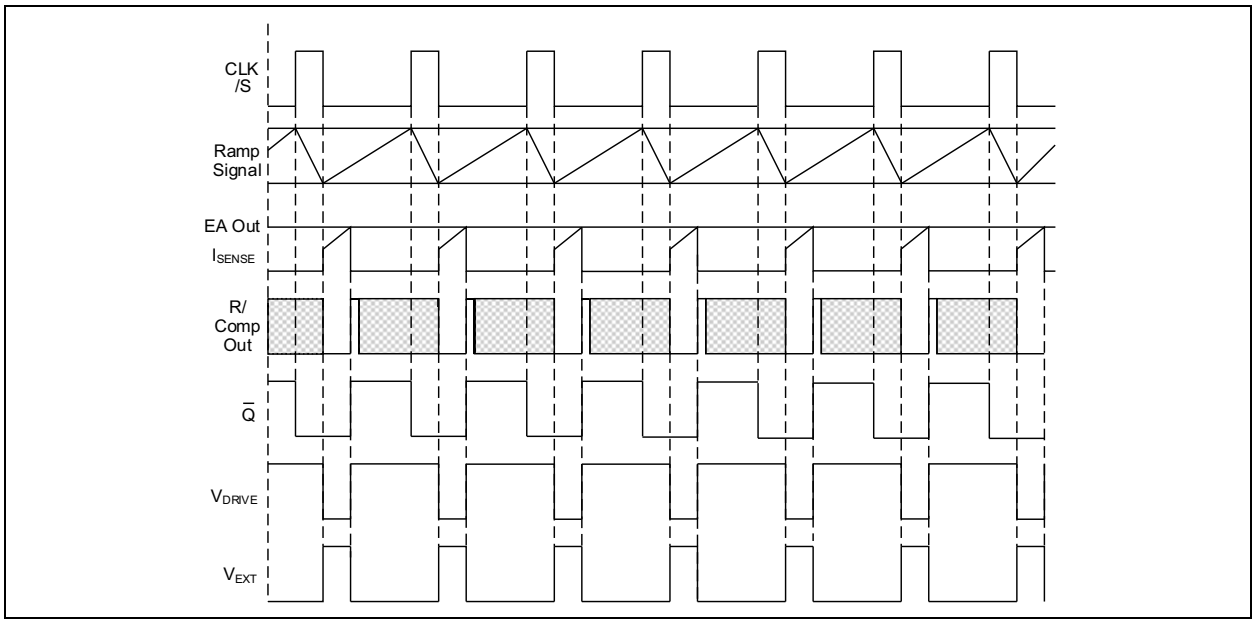

FIGURE 4-1: *PWM Timing Diagram.*
The beginning of a PWM cycle is defined by the internal CLK signal (a transition from high to low). Refer to Figure 4-1 for the detailed timing operation of the MCP1633 PWM controller. For normal operation, the state of the high-speed comparator output (R) is low and the Q output of the latch is low. On the high-to-low transition of the CLK signal, the SR inputs to the high-speed latch are both low and the Q output will remain unchanged (low). The output of the OR gate (V_{DRIVE}) will transition from high to low, turning on the P-Channel drive transistor in the output stage of the PWM. This will change the PWM output (V_{EXT}) from low to high, turning on the power train MOSFET and ramping current in the power train magnetic device. The sensed current in the magnetic device is fed into the CS input, shown as a ramp, and increases linearly until it reaches the same level as the divided down output of the error amplifier at the noninverting input of the high-speed comparator. The comparator output (R) changes state (low to high) and resets the PWM latch. The Q output transition from low to high turns off the V_{EXT} drive to the external MOSFET driver, thus terminating the current conduction cycle. The CLK signal will transition from low to high while the V_{EXT} pin remains unchanged. If the CS input pin never reaches the same level as the error amplifier output, the low-to-high transition on the CLK signal terminates the current switching cycle. This would be considered as the maximum duty cycle. In either case, while the CLK signal is high, the V_{EXT} drive pin is low, turning off the external power train switch. The next switching cycle will start on another transition of the CLK signal from high to low.